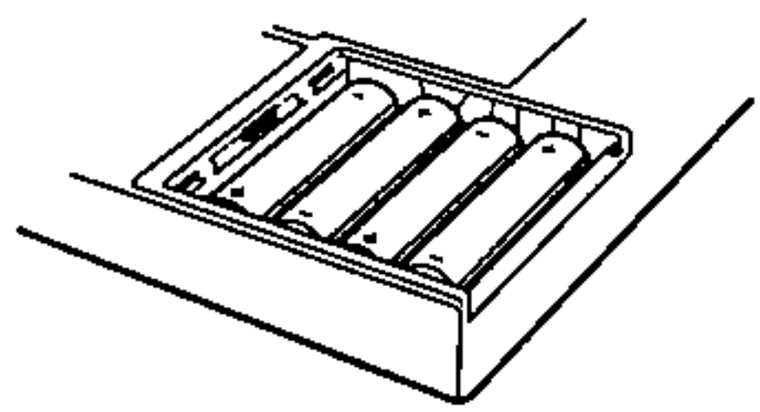

Figure 1-2
2) Installez quatre piles de taile AA entre les contacts en disposant les polarités comme il est indiqué au fond du logement: référez-vous à la Figure 1-2. (Otez les vieilles piles avant de les remplacer.)